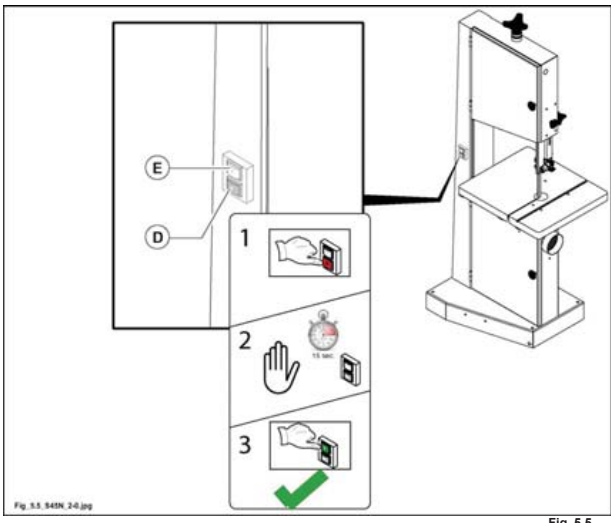

Fig. 5.5
1) Premere il pulsante (E fig. 5.5).
1) Premere il pulsante (D fig. 5.5).